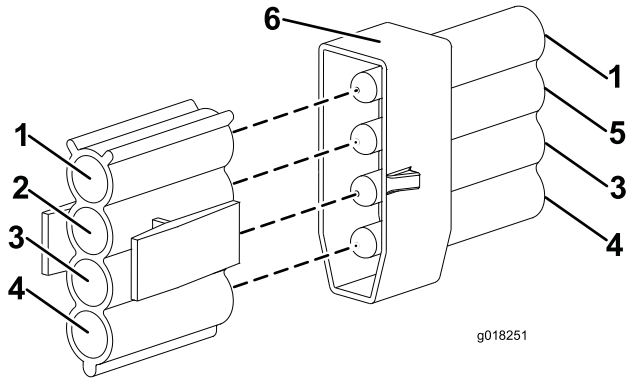

Figur 13
12. Anslut kontakterna på huvudkablarna med GRÖN/VIT kabel till den identifierade högra/vänstra lampkontakten. (Figur 13).